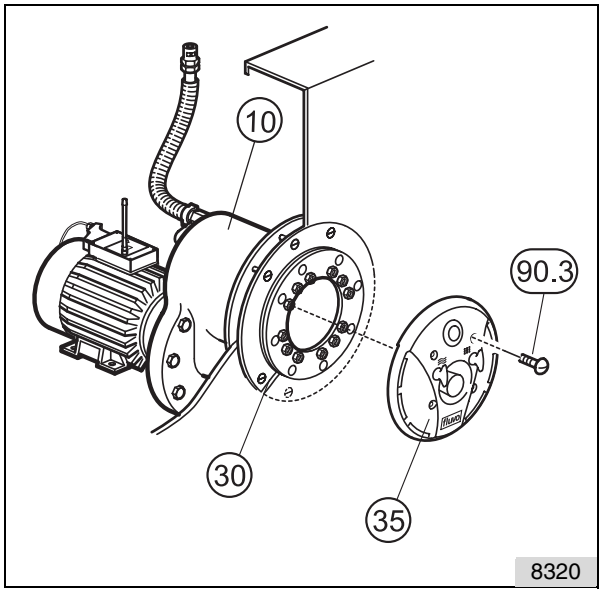

Fig. 23
La manguera de aire (65) con la válvula de aire (28) puede montarse en casos particulares también en el canal de rebose. (vea la Fig. 23, Detalle X)